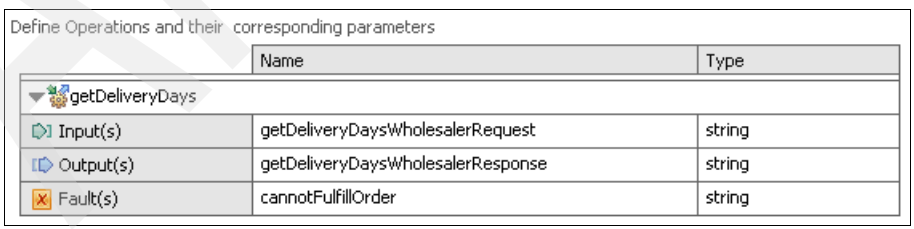

Figure A-17 Interface Editor with a renamed input, output, and fault
8. In the Name column of the Fault(s) row, click **fault1**, and rename it to `cannotFulfillOrder`. Figure A-17 shows how the Interface Editor looks now.